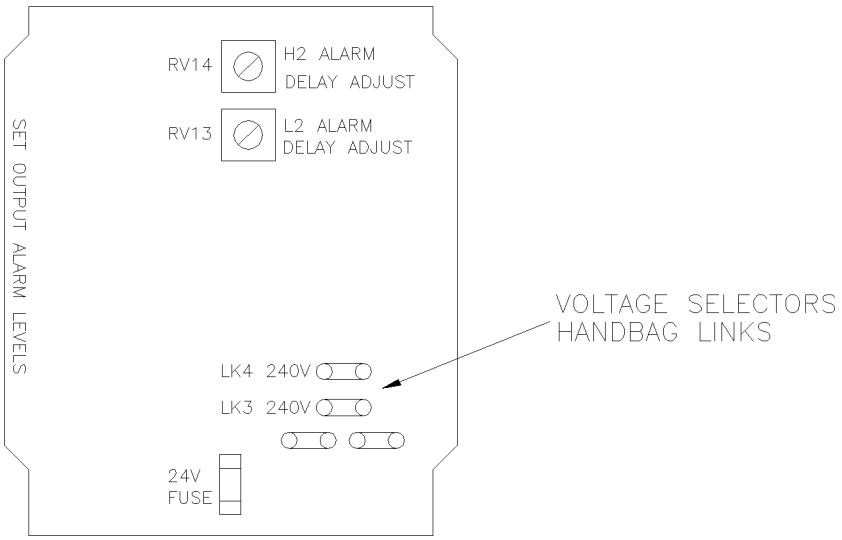

Fig.5 Power Board
5.2.3 The Monitor will operate on either 110V or 240V supply and the handbag links on the Power Board should be positioned in LK1 and LK2 for 110V supply or LK3 and LK4 for 240V supply. (See FIG.5 – POWER BOARD)
5.2.12 RV5 which is also on the Detector Board is adjusted in conjunction with RV9, RV10, RV11 and RV12 which are found on the Power Board (See FIG.5 – POWER BOARD).